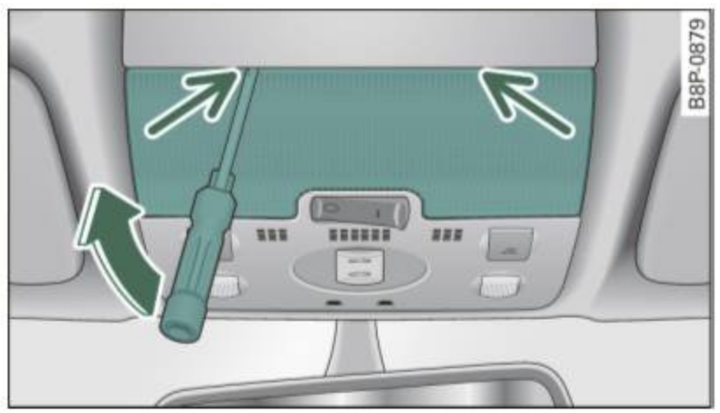

Fig. 40 Light unit in the headliner: removing the glass
- Insert the screwdriver carefully between the light unit and the glass into the visible marks (arrows) ⇒ *page 50,* fig. 40.